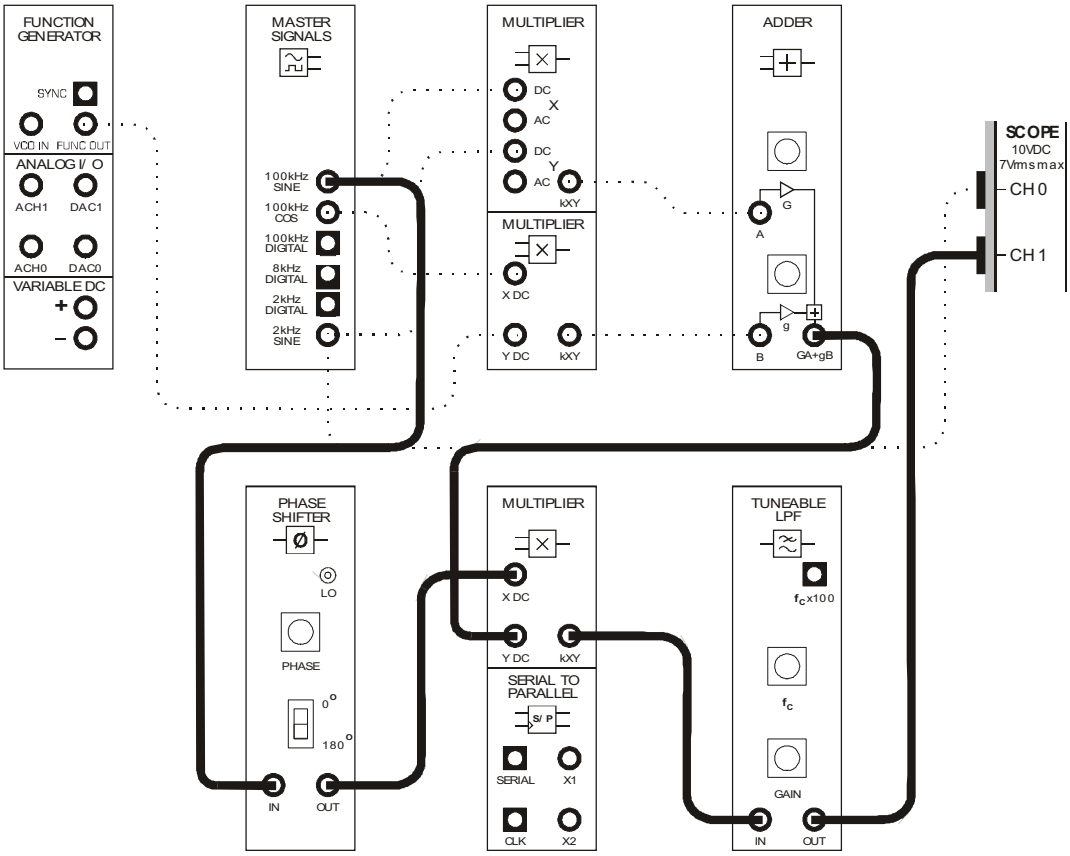
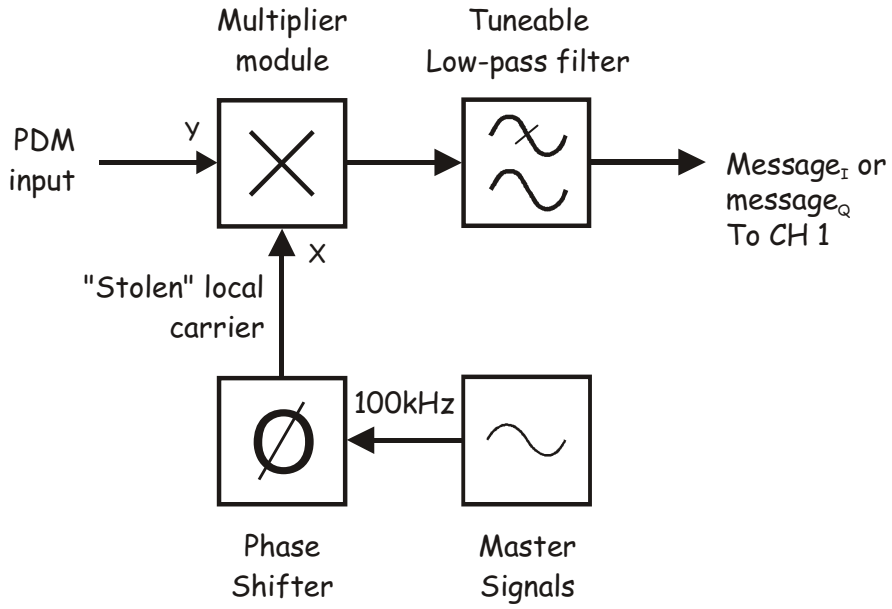

Figure 9
Figure 10
37. Modify the set-up as shown in Figure 9 below.
The additions to the set-up in Figure 9 can be represented by the block diagram in Figure 10 below. If you compare the block diagram to Figure 2 in the preliminary discussion, you'll notice that it implements one arm of a two-channel phase division demodulator (to demodulate either I or Q).